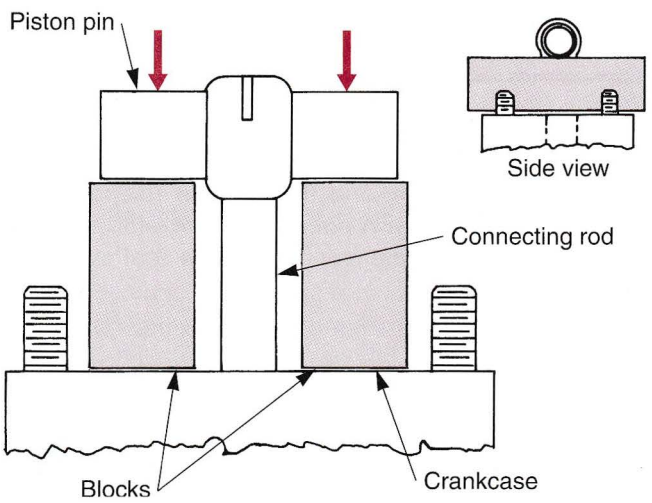

Figure 18-19. Piston pin blocks placed across the top of the crankcase provide a positive crankshaft stop. This keeps the engine from turning during repair.
- Blocks fitted under piston pin to limit rod and crankshaft movement, **Figure 18-19.**